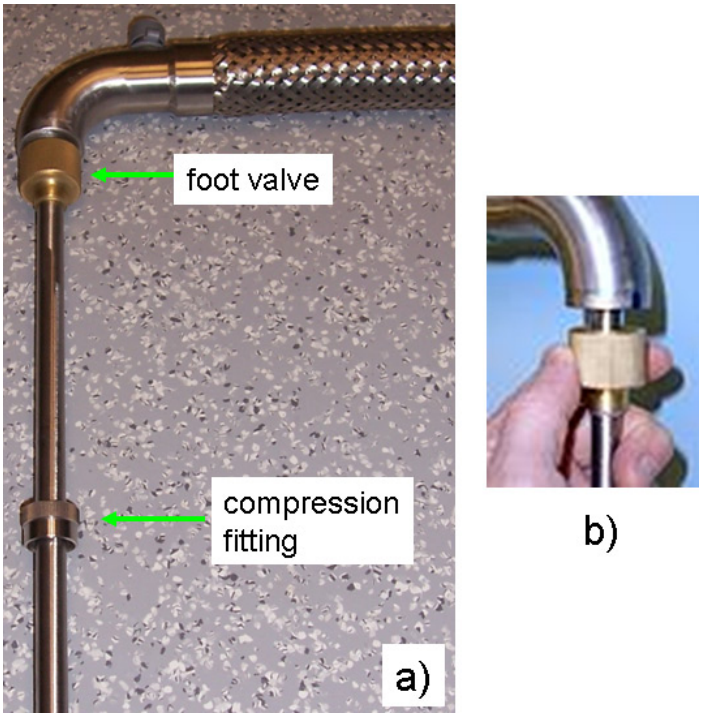

FIG 4. Transfer line detail. a) Foot valve and compression fitting. b) Opening the foot valve.
8. Prepare the transfer line by placing the compression fitting onto the transfer line leg that goes into the liquid helium dewar, see Fig. 4(a). Push this fitting down to approximately 1 foot above the open end of the leg.
9. Open the foot valve (see Fig. 4) on the transfer line 4 turns. Turn the knob clockwise until it stops, closing it completely, then turn it counterclockwise counting 4 turns open.